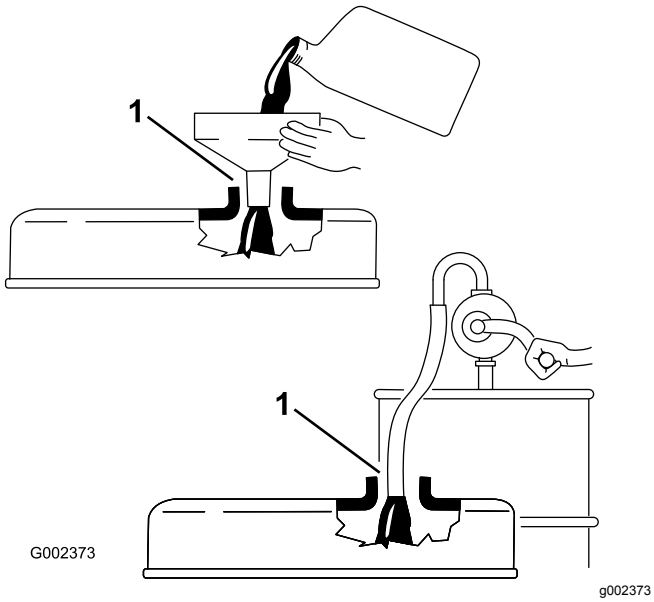

**Figuur 27**
***Belangrijk:*** **Verwijder de peilstok tijdens het bijvullen van de motor met olie. Als u motorolie bijvult, *moet u ervoor zorgen dat er enige afstand is* tussen de vulinrichting en de vulopening in het klepdeksel, zoals is aangegeven in Figuur 27. Hierdoor kan er tijdens het vullen lucht ontsnappen, zodat de olie niet overloopt en in de ontluchtingsinrichting terechtkomt.**